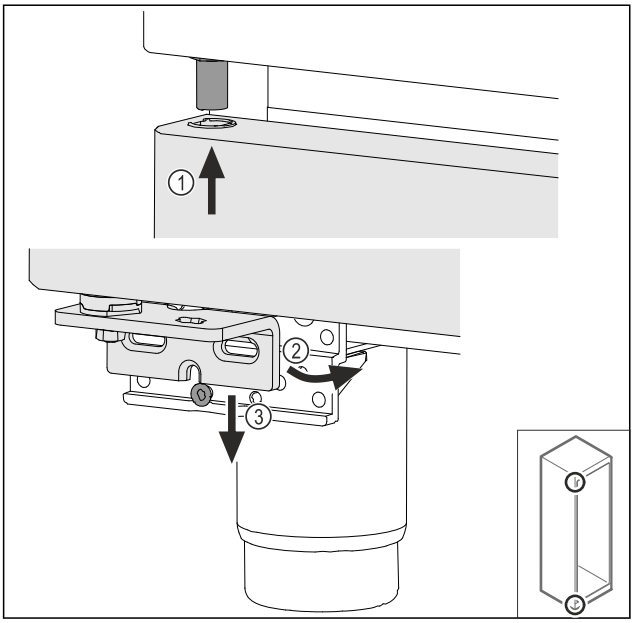

Fig. 40
▶ Așezați pe traseu ușa ușor basculată sus *Fig. 40 (1)*, aliniați dreaptă ușa *Fig. 40 (2)* și așezați jos pe șurubul suportului de lagăr *Fig. 40 (3)*.